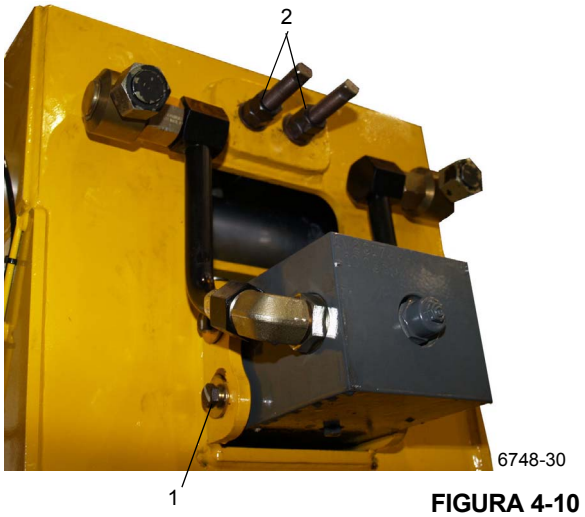

FIGURA 4-10
5. Retire los pernos y arandelas que fijan la varilla exterior del cilindro de telescopización (Figura 4-10, 1) a la parte trasera de la sección de base.
6. Saque las tuercas y las arandelas que fijan los extremos de cable sincronizador (Figura 4-10, 2) a la sección de base.